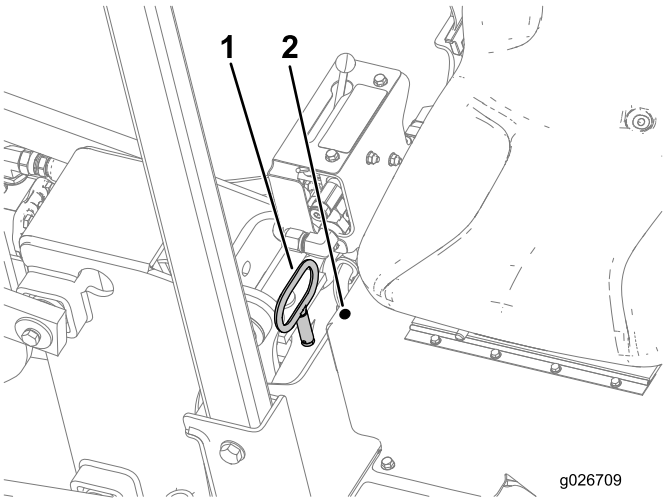

Figure 10
1. Retirez la goupille de rotation, rangez-la à l'emplacement prévu et mettez le moteur en marche (Figure 10).